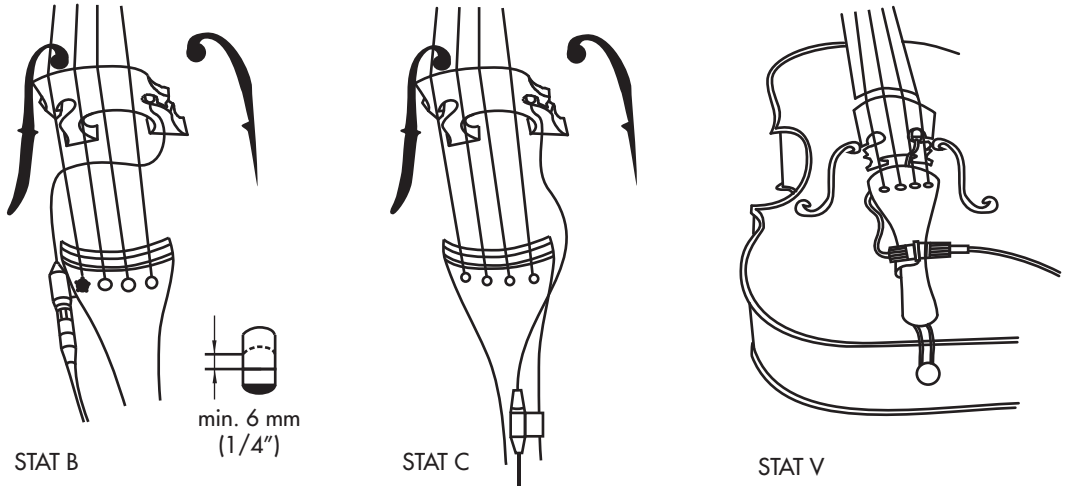

Fig. 5
- Befestigen Sie den Verbinder am Saitenhalter wie in Abb. 5 gezeigt.